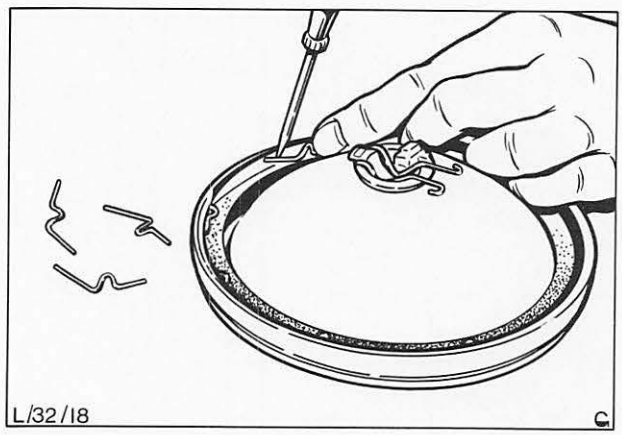

Abb. 40 Klammern (Weitstrahlerglas/Reflektor) lösen
5. Acht Klammern (Glas an Reflektor) entfernen, Abb. 40.